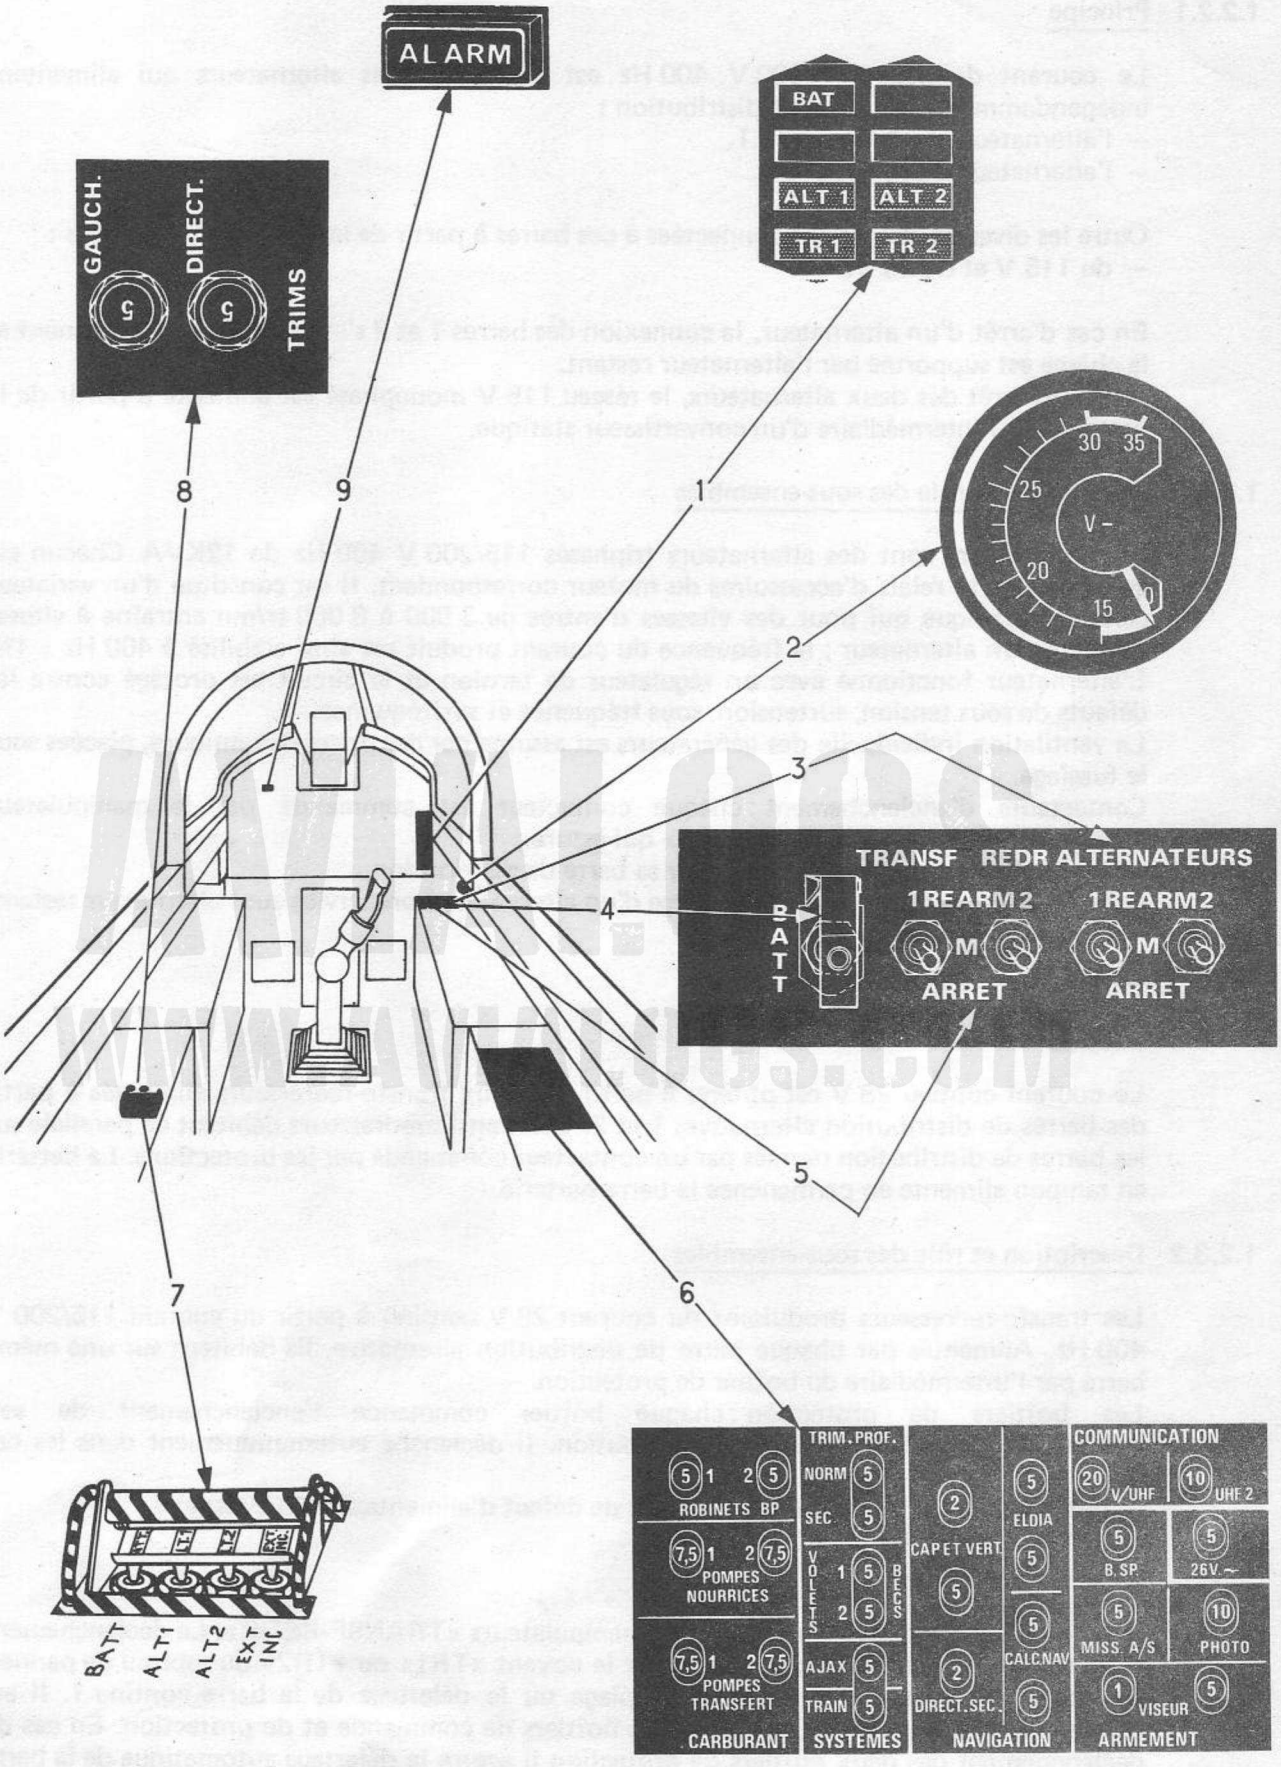

FIGURE 1 - COMMANDES ET CONTROLES
1.1 - Commandes et instruments de contrôle (Fig. 1)